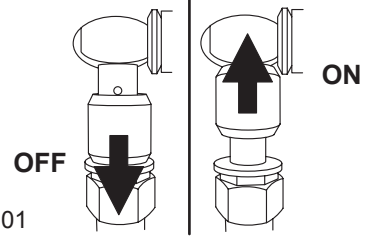

Fig. 01
1. To apply air pressure move the valve (Fig. 01) to “ON” position.